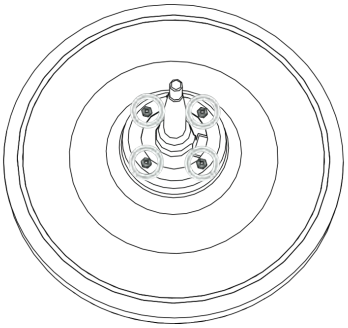

Fig. 25: Screws of the motor cover
10. Loosen the 4 Phillips screws on the motor cover (*Fig. 25*).
9. Insert Phillips screws on the motor cover and firmly tighten (*Fig. 25*).
8. Loosen the 4 Phillips screws on the motor cover (*Fig. 25*).